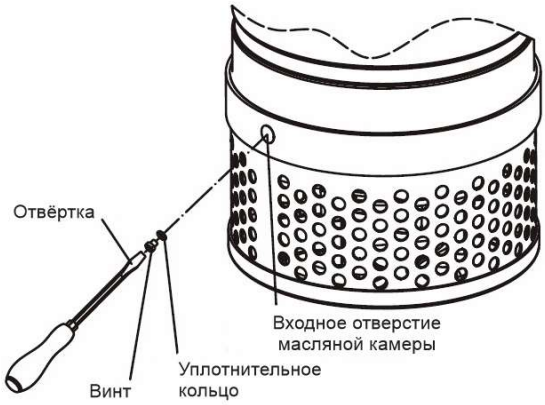

Рис. 21 Контроль и замена масла
4.3.1.1. Выкрутить масляную пробку (Рис.21) и извлечь немного смазки для контроля.